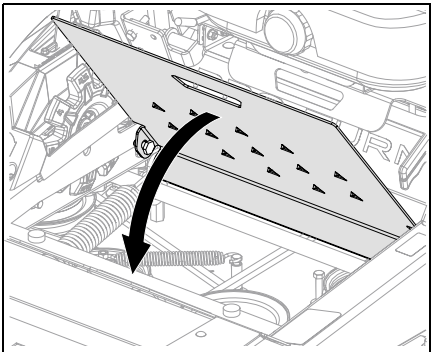

Figure 56
6. Lift access panel to close panel. See Figure 56.